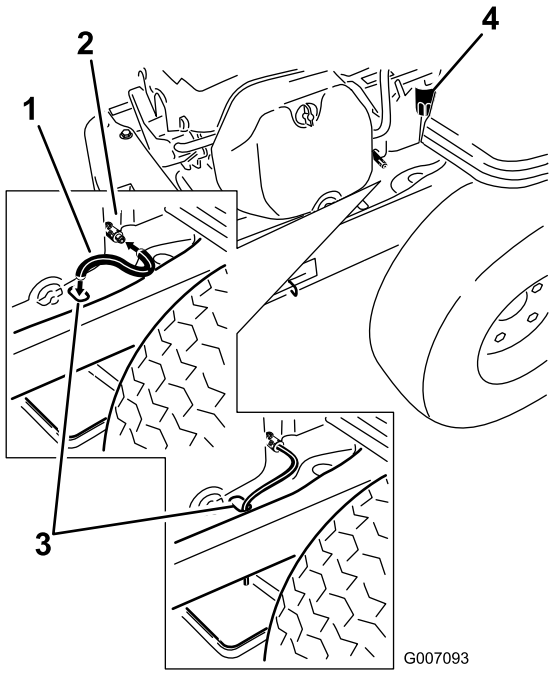

Figur 33
4. Rengör området runt tömningsventilen och maskinramen. Lokalisera oljetömningsslangen och skjut på den på tömningsventilen (Figur 33).
5. Placera den andra änden av oljetömningsslangen över ramens ände (Figur 33).